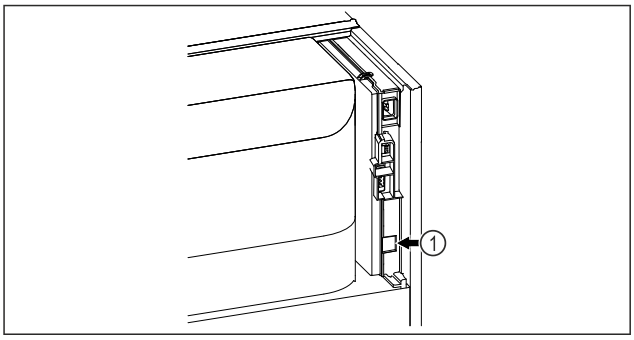

Fig. 89
❑ SmartModule *Fig. 89 (1)* is geplaatst.